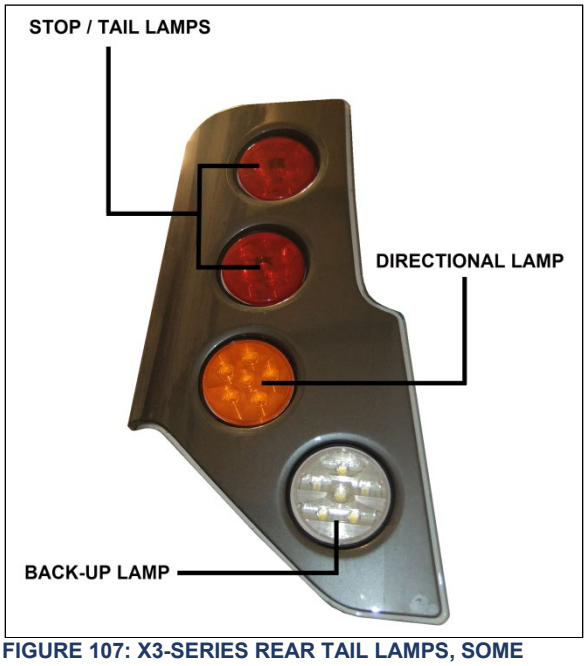

**FIGURE 107: X3-SERIES REAR TAIL LAMPS, SOME VEHICLES MAY HAVE THE DIRECTIONAL LAMP MAY BE MOUNTED ON TOP POSITION**
7. The inspection limits in the vertical direction for low-beam headlamps or the low beam of a dual-beam headlamp, shall be as described in Table 1. In the horizontal direction, the left edge of the high-intensity zone shall be located from 10 cm (4 in) left to 10 cm (4 in) right of the vertical centerline of the beam. The viewing screen shall be located 7.6 m (25 ft) in front of the vehicle (Figure 107).